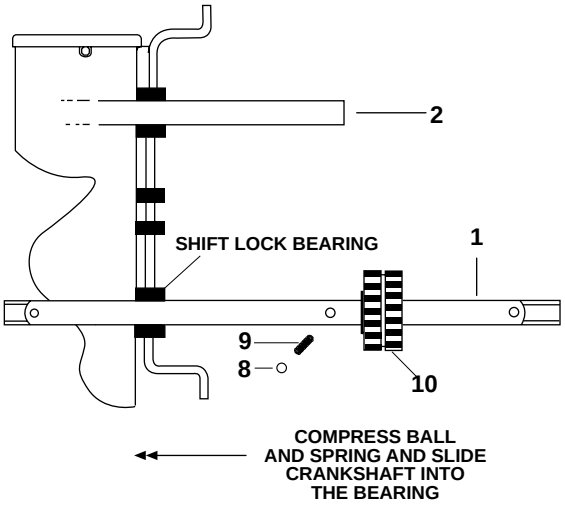

Figure 13
2. Insert the spring (item 9), then ball (item 8) into the blind hole in the crankshaft (item 1).
3. While compressing the ball and spring into the hole, carefully slide the crankshaft into the shift lock bearing of the gearbox as shown in Figure 13. The ball and spring should be captured under the bearing surface. Push the crankshaft into the gearbox until it is engaged in low gear.